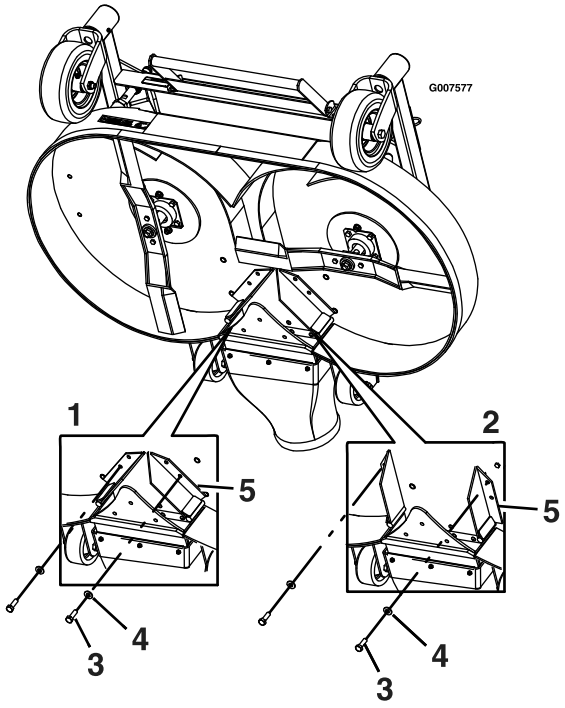

Bild 25
7. Nehmen Sie die Schraube und die Scheibe vorne an jedem FRS-Ablenkblech ab (Bild 25).